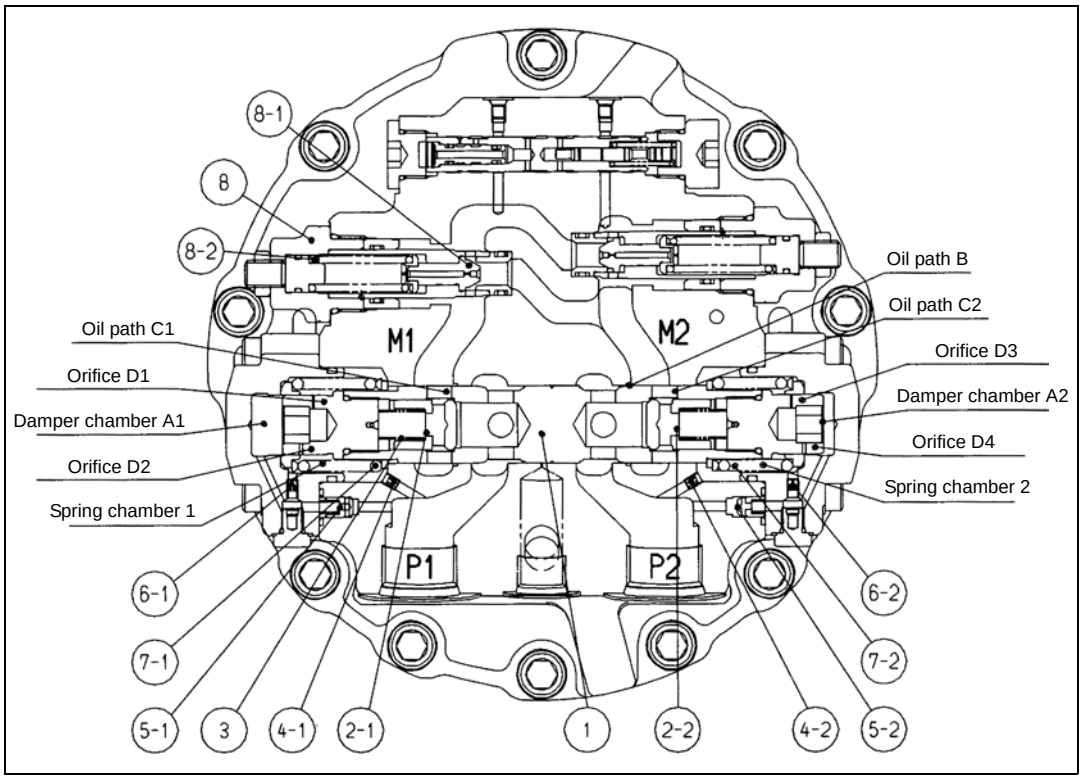

Figure 7. Double counter balance valve and relief valve during braking piston motor
D. Piston motor braking (Figure 7)